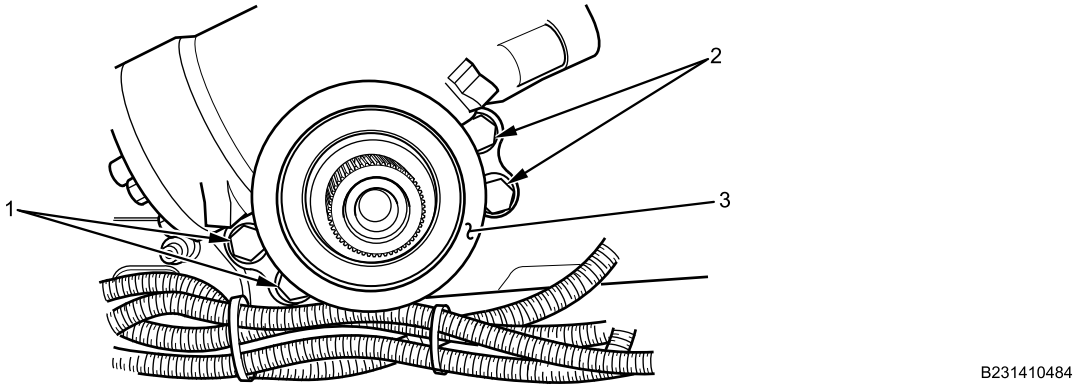

Figure 3. Steering Gear Mounting Bolts.
1. Install steering gear (Figure 3, Item 3) on frame with four mounting bolts (Figure 3, Item 1 and 2) and nuts. Tighten nuts securely.